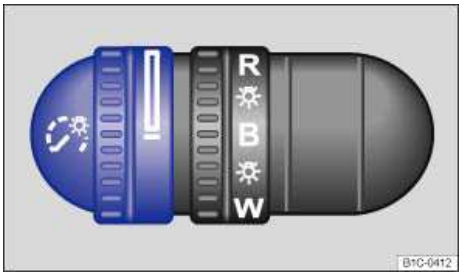
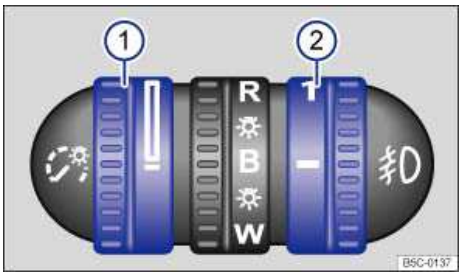

Fig. 80 To the left of the steering wheel: Thumbwheel to adjust instrument panel lighting (vehicles without manual headlight range adjustment).
Fig. 81 To the left of the steering wheel: Thumbwheel to adjust instrument panel lighting 1 and headlight range adjustment 2 (if equipped).
When the lights are on, the brightness of the instrument panel lighting is adjusted by turning the thumbwheel ⇒fig. 80, ⇒fig. 81 (1).
When the lights are on, the brightness of the instrument cluster lighting is adjusted by turning the thumbwheel ⇒fig. 80, ⇒fig. 81 (1).